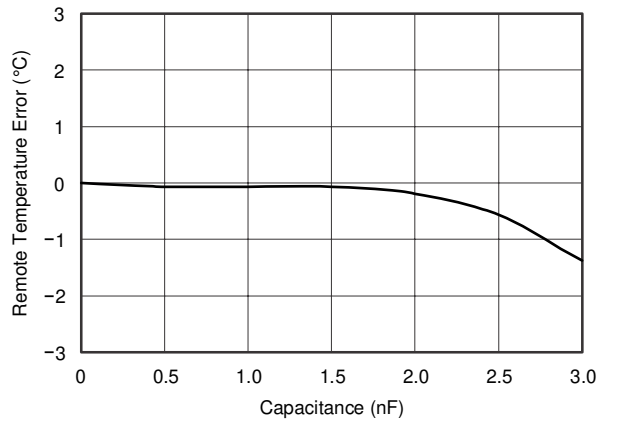
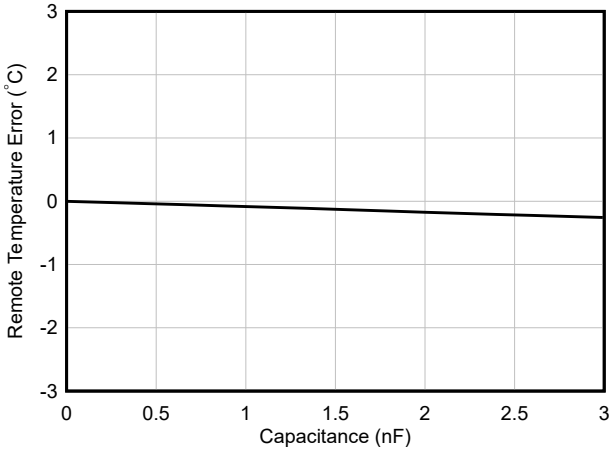
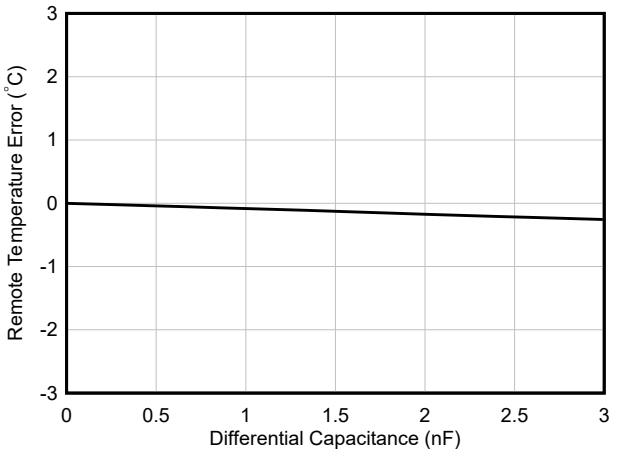

Figure 6-12. Remote Temperature Error vs Differential Capacitance (Legacy Chip)
Figure 6-13. Remote Temperature Error vs Differential Capacitance (New Chip)
Figure 6-27. Remote Temperature Error vs Differential Capacitance
C. C_{DIFF} (optional) must be < 1000pF in most applications. Selection of C_{DIFF} depends on specific application; see the *Filtering* section and Figure 6-12 (Figure 6-13 for new chip) and Figure 6-27.
The TMP411/TMP411D tolerates differential input capacitance of up to 1000pF with minimal change in temperature error. The effect of capacitance on sensed remote temperature error is shown in Figure 6-12 (Figure 6-13 for new chip) and Figure 6-27.